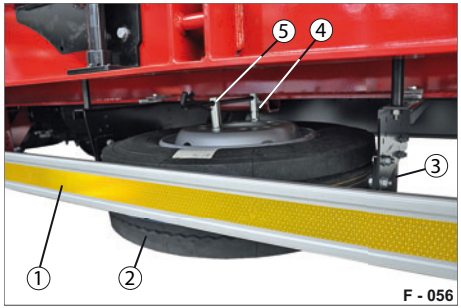

Abb. 90 Reserverad gesichert - Variante 2
- ▶ Entfernen Sie das Vorhängeschloss (Abb. 90/4).
- ▶ Legen Sie das Reserverad an und heben Sie es auf den Haltekorb (Abb. 90/3).